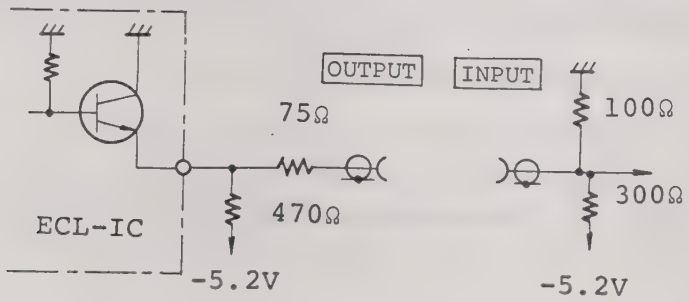

Fig. 5-4 Unipolar (ECL) Output Circuit and Input Circuit
| | Note: Because the ECL output of the ME448B is in the circuit shown in Fig. 5-4, when the output is terminated by 100Ω to ground and 300Ω to -5.2 V, the levels areH level: -1.1 ±0.1 VL level: -1.52 ±0.1 V |
* Since the ECL output is terminated by 100 Ω to ground and 300 Ω to -5.2 V as shown in Fig. 5.4, the output levels are -1.1 ±0.1 V -1.52 V ±0.1 V respectively apart from standard ECL level.